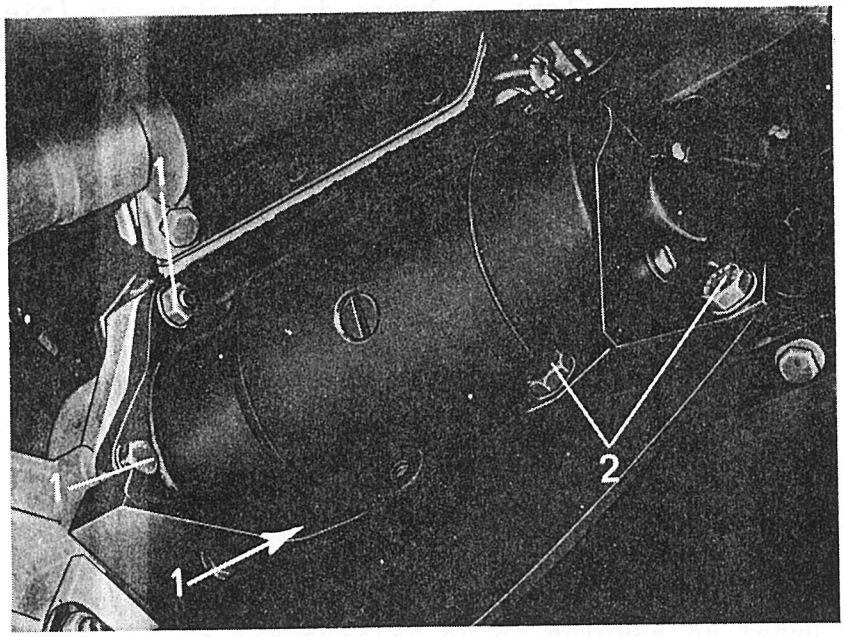

Afb. 2.9.9. Bevestiging van de startmotor
a. Verwijderen (afb. 2.9.9.)
(1) Neem de massakabel af van de batterijen.
(2) Verwijder het reservewiel.
(3) Neem de bedrading af van de startmotor en van het startrelais.
(4) Los de bevestigingsbouten (1) en (2) waarmee de startmotor is bevestigd.
(5) Verwijder de startmotor.
b. Aanbrengen (afb. 2.9.9.)
(1) Plaats de startmotor tegen het koppelingshuis en zet vast met de vijf bouten (1) en (2). Zet eerst de drie bouten (1) en daarna de twee bouten (2) met een aanhaalmoment van 2-2,5 mkg vast.